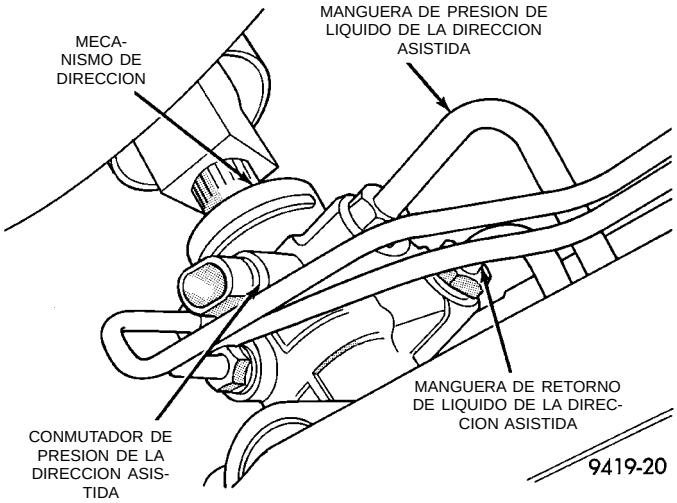

Fig. 9 Manguera de presión de la dirección asistida en el mecanismo de dirección
(3) Desconecte la manguera de presión de la dirección asistida (Fig. 9) en el mecanismo de la dirección asistida. Drene el líquido de la dirección asistida de la bomba y de la manguera de la dirección asistida a través del extremo abierto de la manguera.
(10) Guíe la manguera de presión de la dirección asistida al orificio de presión del mecanismo de la dirección asistida. Instale la manguera de presión sobre el mecanismo de la dirección asistida y, sin ajustarla, instale una tuerca de tubo en el mecanismo de dirección (Fig. 9). **Apriete la tuerca de tubo una vez instalada la abrazadera de guía. Posicione correctamente las mangueras en el vehículo.**